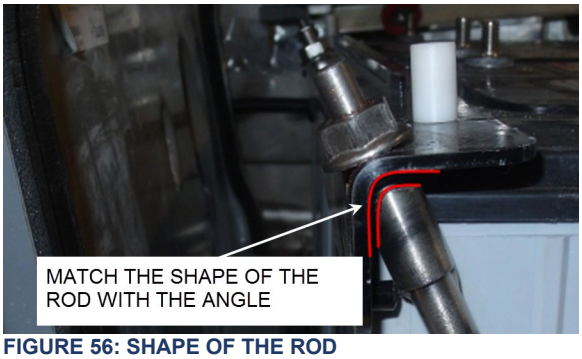

**FIGURE 56: SHAPE OF THE ROD**
3. The upper end of the rods is shaped to match with the angle (FIGURE 56).